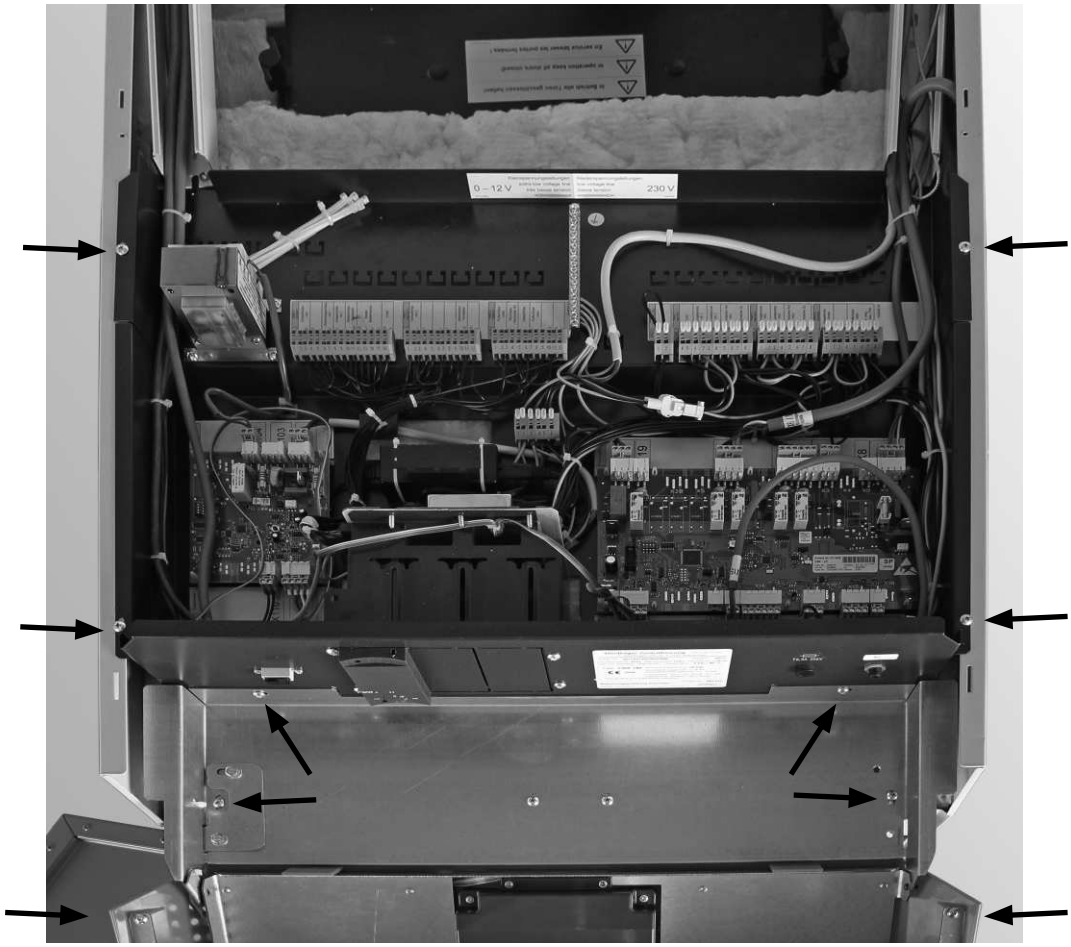

Fig. 81 Ajuster le revêtement, serrer toutes les vis
– Ajuster visuellement les parois latérales, la porte de revêtement et le panneau de commande en fonction de la largeur de la porte de revêtement ou de façon à obtenir un interstice uniforme, puis serrer toutes les vis – Fig. 81.